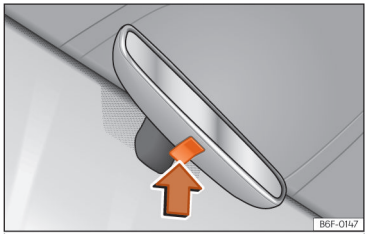

Abb. 111 Manuell abblendender Innenspiegel.
- Zum Abblenden des Rückspiegels, Taste am Spiegel nach oben drücken ››› (Abb. 111) (Pfeil).